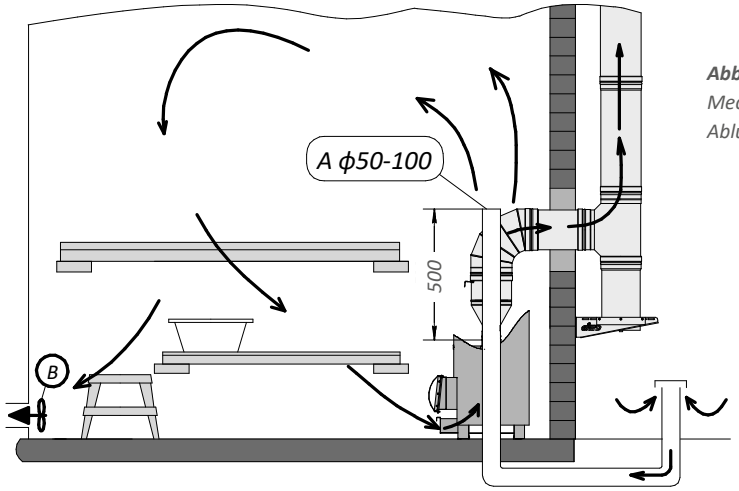

Abbildung 2. *Mechanische Abluftentlüftung*
2) Mechanische Abluftentlüftung (Abbildung 2):